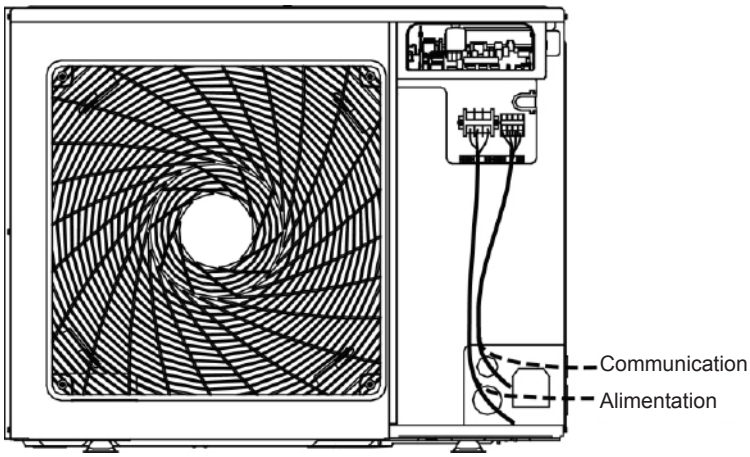

Fig. 27 Aperçu du câblage technique de GMV-80WL/A-T, GMV-100WL/A-T, GMV-121WL/A-T, GMV-80WL/C-T, GMV-100WL/C-T et GMV-121WL/C-T
(1) Veuillez vous reporter aux Fig. 27 et 28 pour le câblage technique. Si l'orifice du serre-câble est présent sur le parcours de câble, veuillez fixer ce dernier avec le serre-câble. Branchez les câbles d'alimentation et de communication au bornier et à la vis de terre correspondants conformément au diagramme de câblage.
(2) À noter que le câblage technique ne peut pas entrer en contact avec le tuyau et l'appareil.
(3) Cette figure ne s'applique qu'au câblage technique relatif aux câbles d'alimentation et de communication. En cas de différences entre la structure de la figure et l'unité réelle, cette dernière prévaut.
(4) Pour le câblage technique, veuillez vous reporter au diagramme de câblage fourni avec l'unité.